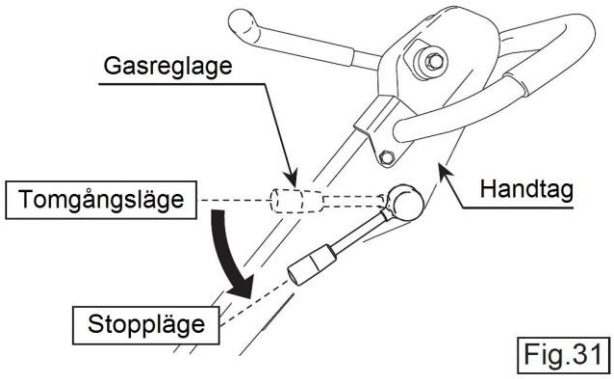

Fig.31
2. Vrid ner gasreglaget till stoppläget för att stanna motorn. När motorn stannat hörs en summerton. (Fig. 31)